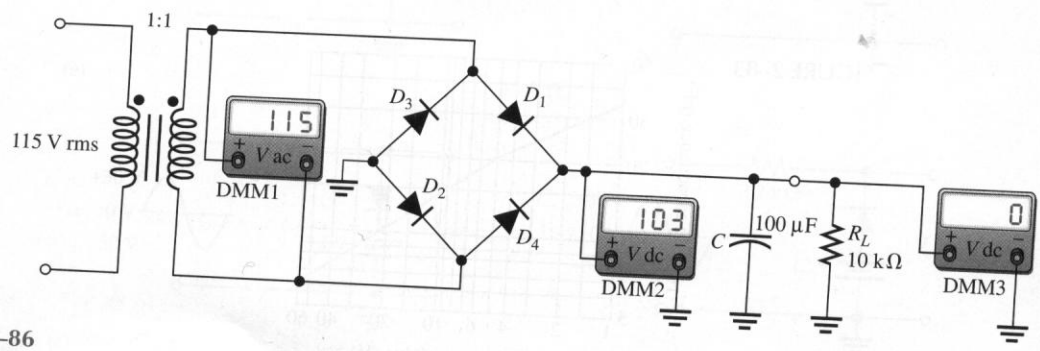

FIGURE 2–86
27. From the meter readings in Figure 2–86, determine the most likely problem. State how y could quickly isolate the exact location of the problem.
28. Each part of Figure 2–87 shows oscilloscope displays of rectifier output voltages. In each case, determine whether or not the rectifier is functioning properly and, if it is not, what is (are) the most likely failure(s). Assume all displays are set for the same time per division.